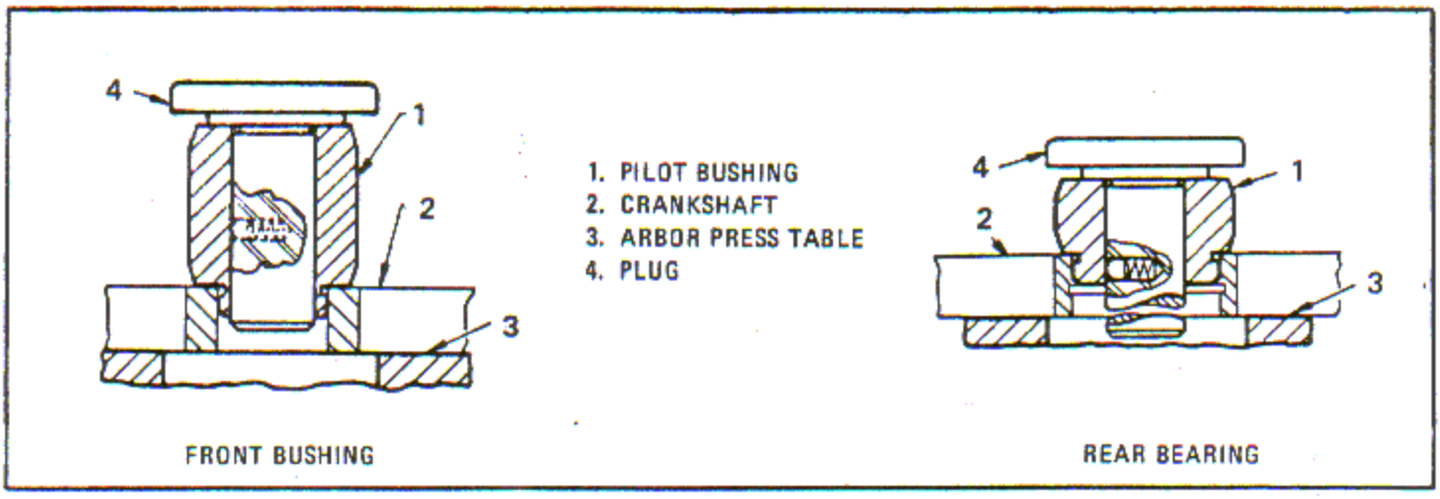

Figure 6-96. Removing Front Counterweight Bushing and Rear Counterweight Bearing
d. Check dimension G (maximum spacing of bushing) with snap gage (8) and check bushing alignment with alignment bar (9).
6-352. Remove Front Crankshaft Counterweight Bushings. Press out the bushings as shown, using plug (4, figure 6-96) and pilot bushing (1).
6-353. Remove Rear Crankshaft Counterweight Bearings. Press out the bushings as shown using plug (4, figure 6-96) and pilot bushing (1).